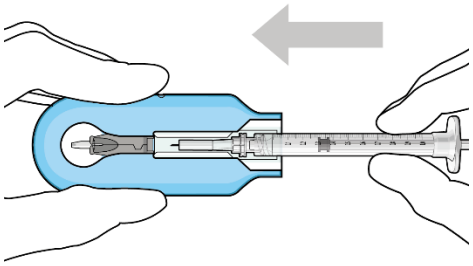

Figure 20
- Push the syringe forward until it stops, taking care to avoid touching the plunger rod (Figure 20).